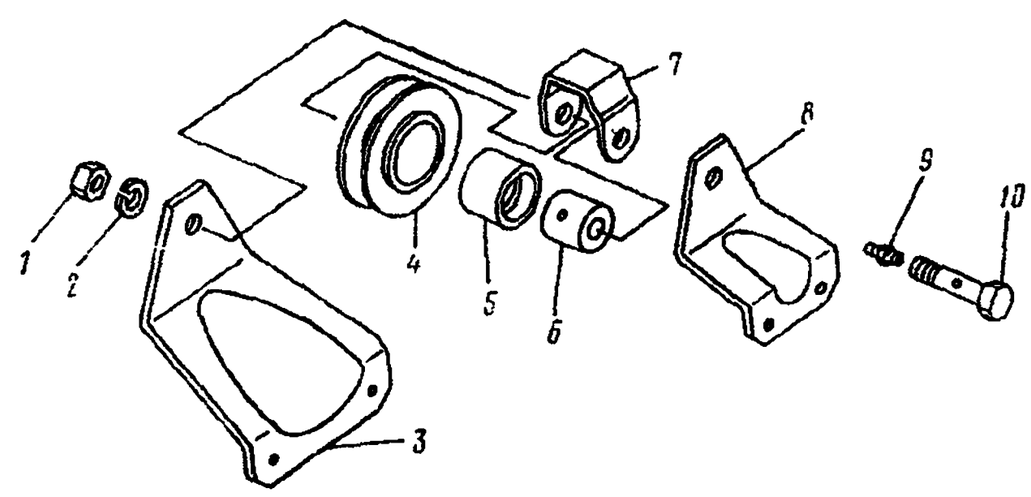

Рис. 344. Ролик опорный первый:
47. Отверните масленку *9* (рис. 344), гайку *1*. Снимите шайбу *2*, болт *10*	Ключи 27, 10 мм